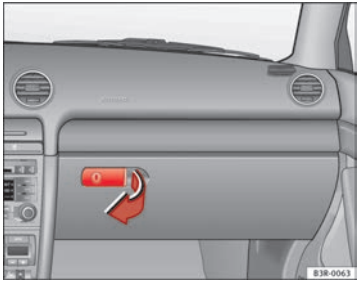

Abb. 125 Handschuhfach
– Ziehen Sie den Griff in der Klappe in Pfeilrichtung ⇒ Abb. 125 und schwenken Sie die Klappe nach unten.